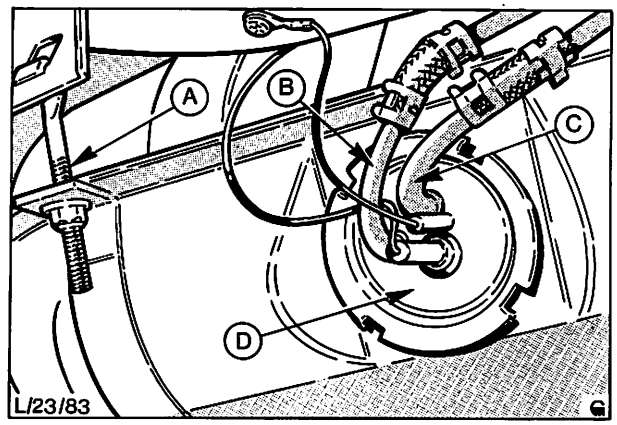

Abb. 188 Kraftstoffbehälter
7. Kraftstoffzufuhr- und, wo zutreffend, Rücklaufleitungen vom Geber – Kraftstoff-Vorratsanzeiger trennen, Abb. 188.
9. Haltebänder (2) des Kraftstoffbehälters lösen, Kraftstoffbehälter mit der Hand abstützen und Haltebänder entfernen. (In Abb. 188 ist eines der Haltebänder gezeigt.)
18. Kraftstoffzufuhr- und Rücklaufleitungen anschließen, siehe Abb. 188.